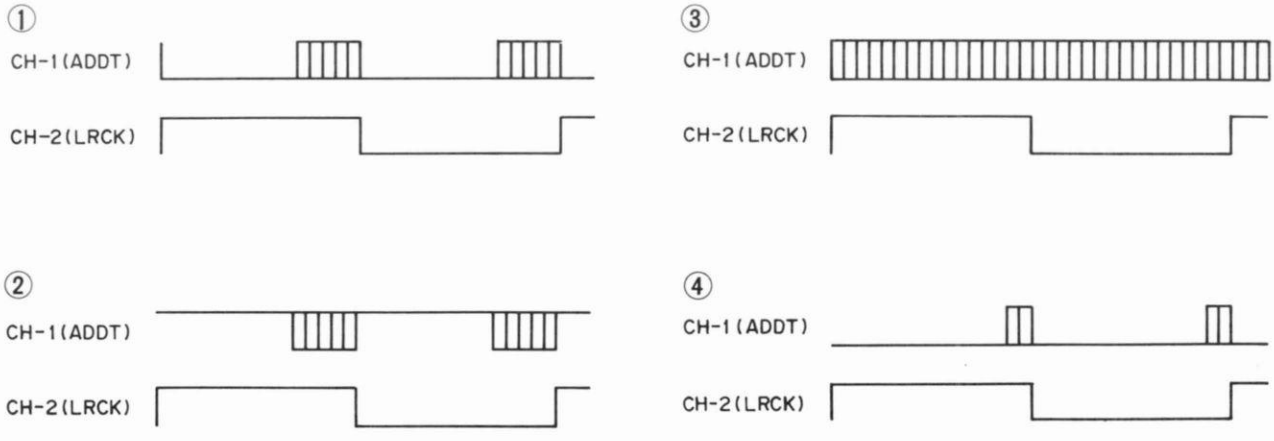

Fig. 4-11
4) Load the blank tape TY-30B or equivalent, then set the unit to the REC/PAUSE mode. At this time, adjust semi-fixed resistors R120 (L-channel) and R220 (R-channel) for adjusting A/D OFFSET so that the waveform at TP-3 (ADDT) is as shown in Photo 4-6 (Fig. 4-11 ④).
4）．TY-30B相当のブランク・テープを装着し，REC/PAUSE状態にしたときの TP-3(ADDT) の波形が，写真4-6（図4-11④）の様になるように A/D OFFSET 調整用の半固定抵抗 R120(L-CH)，R220(R-CH)を調整する．
*If adjusted to +DC, the upper bits will be "L" only (Fig. 4-11 ①). Conversely, if adjusted to −DC, the upper bits will be "H" only (Fig. 4-11 ②). If adjusted exactly at 0 V, the probability of the occurrence of "L" and "H" will be equal, and the uppermost bit (most significant bit) will continuously alternate between "L" and "H" (Photo 4-7, Fig. 4-11 ③) with the result that the S/N will deteriorate and the S/N value will fluctuate. Therefore, adjust to a point where upper bits will always be "L" and the lower bits stand out least (Photo 4-6, Fig. 4-11 ④).
＊+DC 側に調整されると，上位ビットが“L”のみになり（図4-11①），逆に -DC側に調整されると，上位ビットが“H”のみになる（図4-11②）．０Ｖにジャスト調整すると“L”と“H”が発生する確立が等しく，最上位ビット（MSB）は“L”と“H”が常に反転し（写真4-7，図4-11③），S/N が悪化すると共に S/N値もふらつく．従って，上位ビットが完全に“L”に変化し，しかもビットが最も立たないポイントに調整する（写真4-6，図4-11④）．